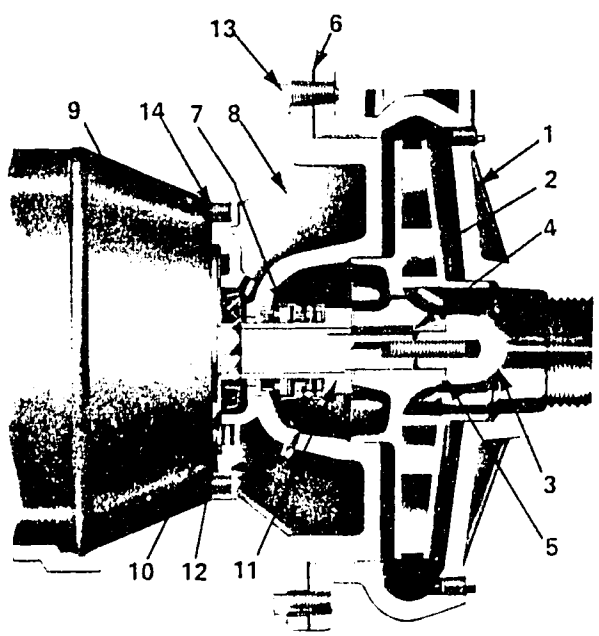

FIGURE 7
15. To assemble mechanical seal rotating element (6) onto the shaft:
16. Replace the stop washer (4) and screw the impeller (2) onto the shaft while holding shaft stationary with screwdriver placed in motor shaft slot. The stop washer has a radius machined on one of the outer diameter edges. The washer is to be assembled with this edge against the i · . :r. Make sure impeller is snugged up tight. Use a screwdriver to pry the spring retainer (6D) away from the impeller (2) to be sure that the retainer isn't caught between the shaft shoulder and impeller.
17. Replace impeller nut (3), snug nut up tight.
18. Place the gasket (5) on the head (7) and assemble both to the case (1) using 8 hex head cap screws (11).
B. A9 PUMP SERIES A DISASSEMBLY AND ASSEMBLY (Ref. Fig. 7 & 8)
3. Remove the 12 hex head screws (13) holding the head (8) to the case (1). Disassemble the head (8) from the case (1) by sliding the motor back.
4. Remove impeller nut (3) by turning it counter clockwise.
5. Remove impeller (2) and its key (4) from the shaft.
6. To remove head (8), mechanical seal (7), gasket (5) and sleeve (11) remove the 4 hex head cap screws (14) and pull the head (8) from motor (9). Caution must be exercised not to scratch, mar or gouge the sleeve during this operation.
7. Remove slinger (10) and shield (12) from shaft.
8. Remove the mechanical seal stationary seat (7a) from the head (8).
9. Remove the gasket (6) from head (8) and clean gasket surfaces on both the case (1) and head (8).